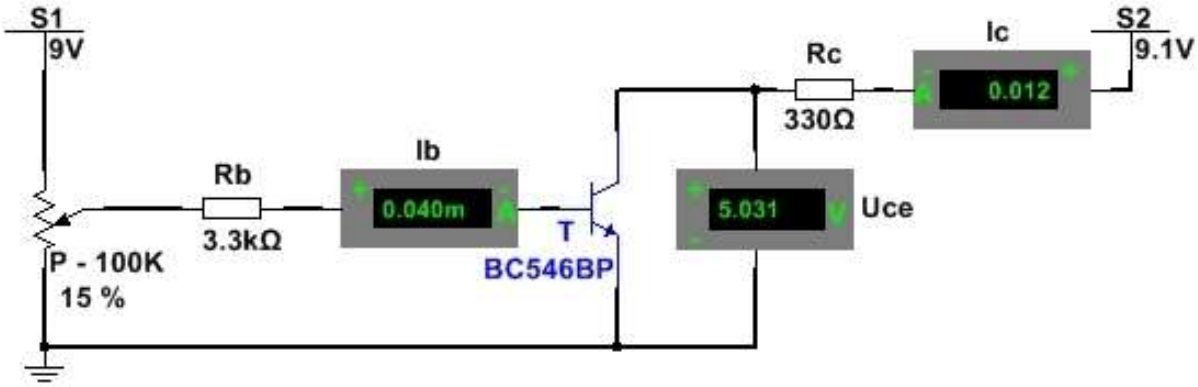

Figura 5.20 Schemă pentru determinarea caracteristicii statice de ieșire a TB
1. Se realizează cu simulatorul schema din **figura 5.20**;